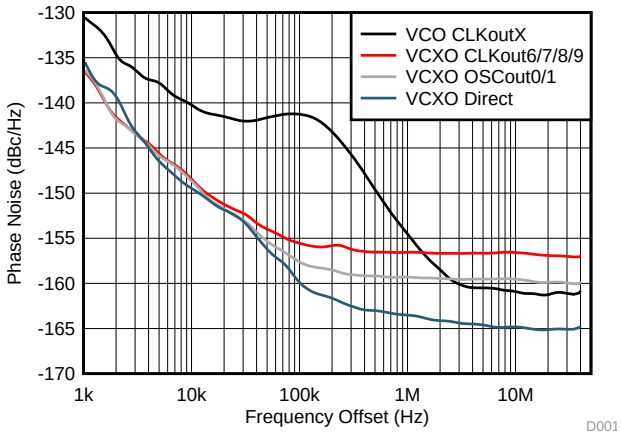

Figure 38. LVPECL Phase Noise, 122.88 MHz Illustration of Different Performance Depending on Signal Path.
- Since PLL1 outputs have best in-band noise, OSCout0 is used to provide LVCMOS output to the PLL reference for the LO. LVCMOS (Norm/Inv) is used instead of LVCMOS (Norm/Norm) to reduce crosstalk. It is also possible to use CLKout6/7 or CLKout8/9 for a PLL reference being driven from the VCXO. The noise floor will be higher, but close-in noise is typically of more concern since noise above the loop bandwidth of the LO will be dominated by the VCO of the LO. See Figure 38.